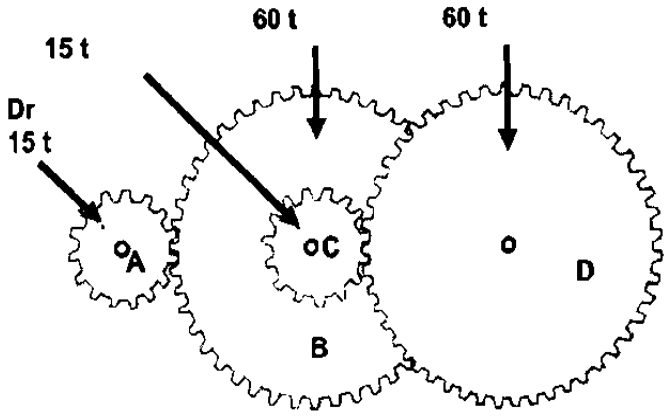

FIGURE 1.7
D. 0,4 N.m (1)
1.7 The gear ratio of the compound gear drive in FIGURE 1.7 is …